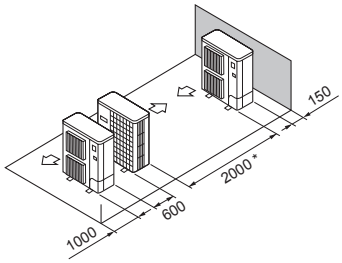

Fig. 2-17
⑤ Disposition pour un seul appareil parallèle (Fig. 2-17)